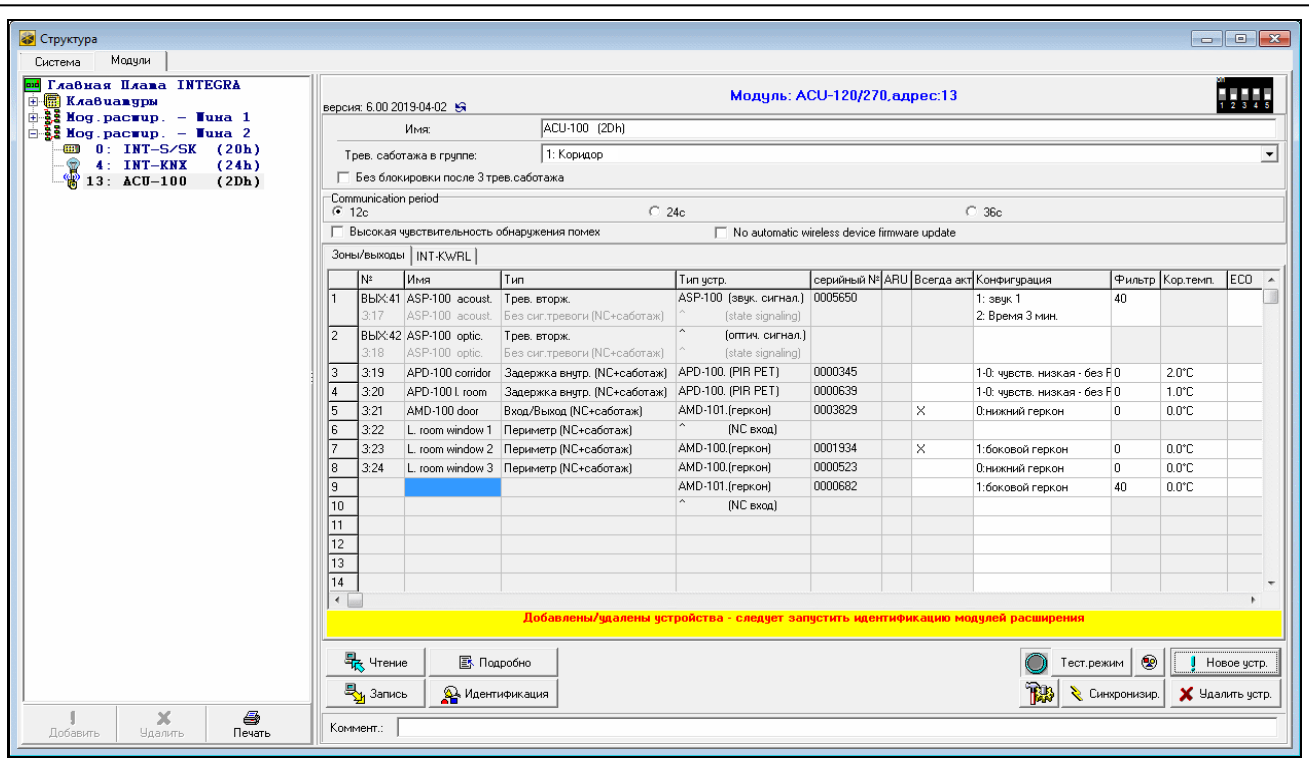

Рис. 20. Программа DLOADX: информация, отображаемая после регистрации нового устройства в контроллере, подключенном к прибору INTEGRA / INTEGRA Plus.
10. Нажмите кнопку «Идентификация» (см. рис. 20). Только по завершении процедуры идентификации модулей расширения, в системе охранной сигнализации будут доступны новые беспроводные зоны / выходы.